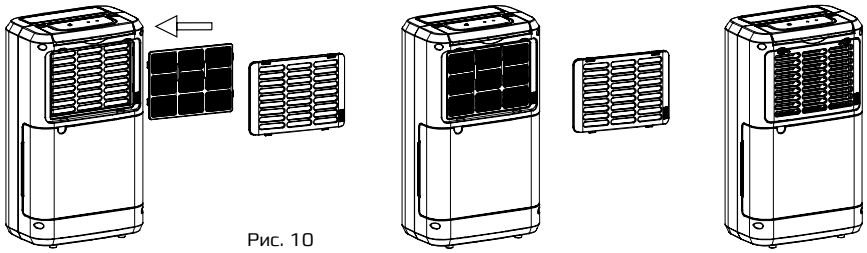

Рис. 10
5. Установите воздушный фильтр и решетку забора воздуха (рис.10)